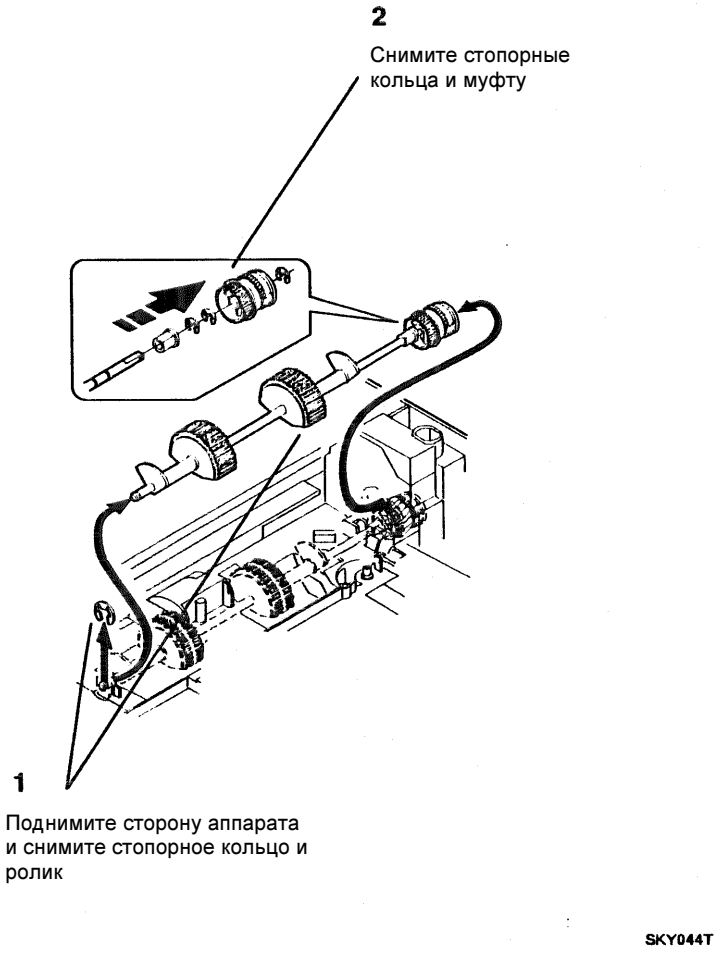

Рисунок 1. Снятие ролика подачи бумаги
2. (Рисунок 1): Снимите ролик подачи бумаги.